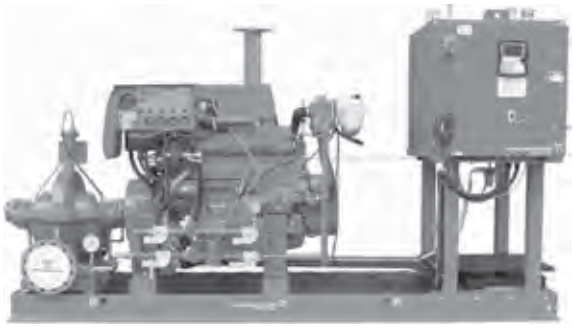

Рис. 44 Установка Fire HSEF с дизельным двигателем и шкафом управления.
- с правой стороны (стандартное), см. рисунок 44;